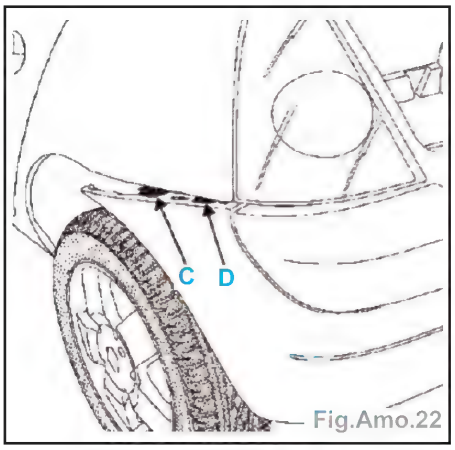

Fig.Amo.22
- A l'aide d'un tournevis plat, dégager les clips (C et D) (Fig.Amo.22).